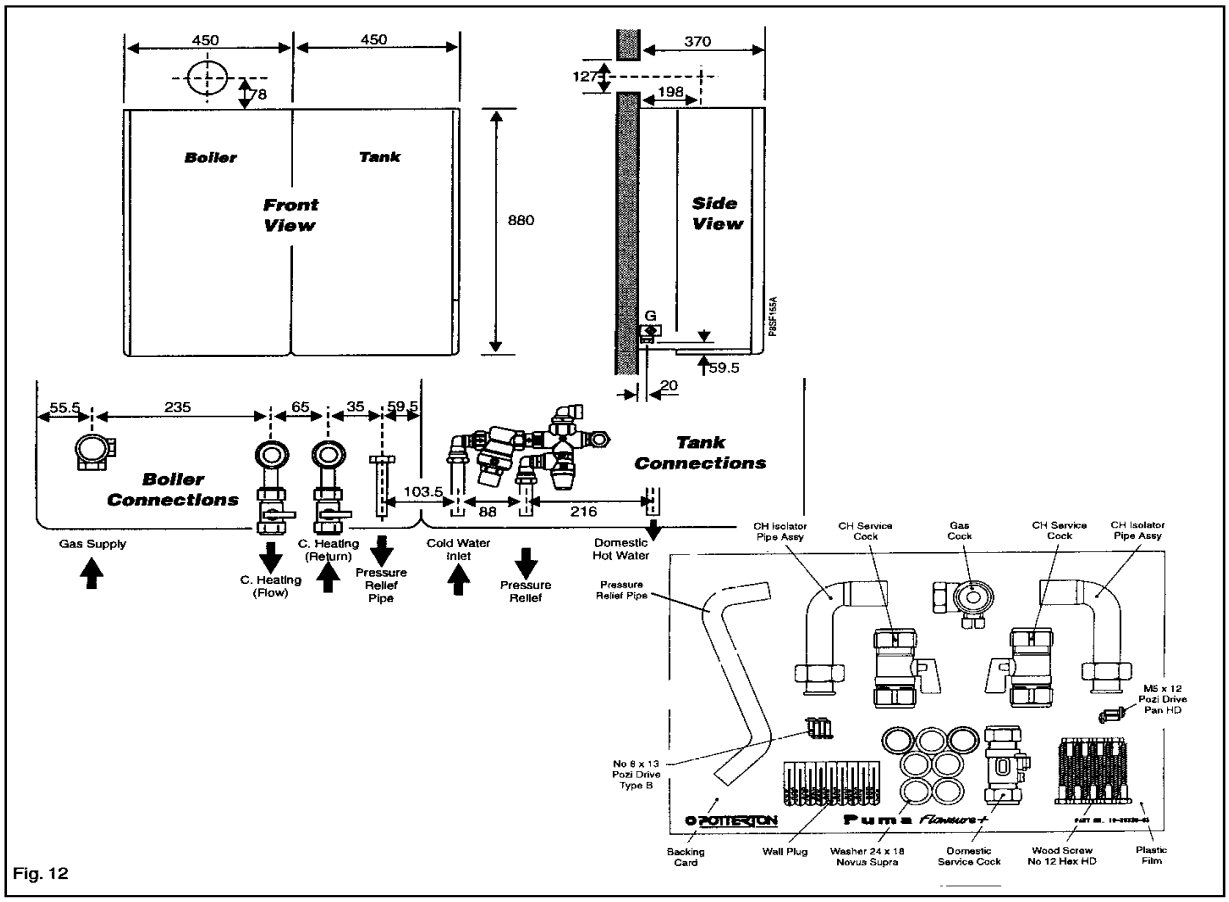

Fig. 12
e) **Connections:** All connections for the boiler & tank are supplied on the Fittings Card or in the box containing the water inlet controls assembly. Remove the fittings for the boiler and assemble to the appliance. See Fig. 12.